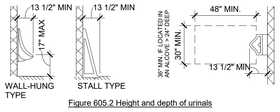

Figure 605.2 Height and depth of urinals
A. Urinals shall be stall-type or wall-hung with the rim 17" maximum above the finish floor or ground. Urinals shall be 13 1/2" deep minimum measured from the outer face of the urinal rim to the back side of the fixture. (Fig. 605.2)